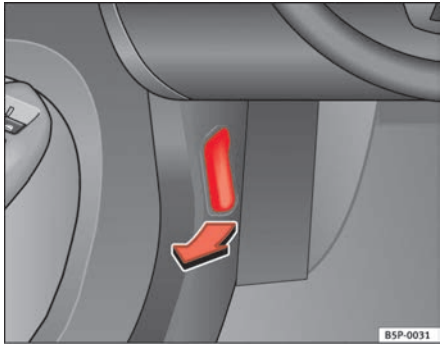

Fig. 141 Detail of foot-well area on driver's side: lever for unlocking the bonnet.
– To release the bonnet, pull the lever under the dashboard ⇒ fig. 141 in the direction indicated (arrow). The bonnet will be released by a spring action ⇒ ⚠.